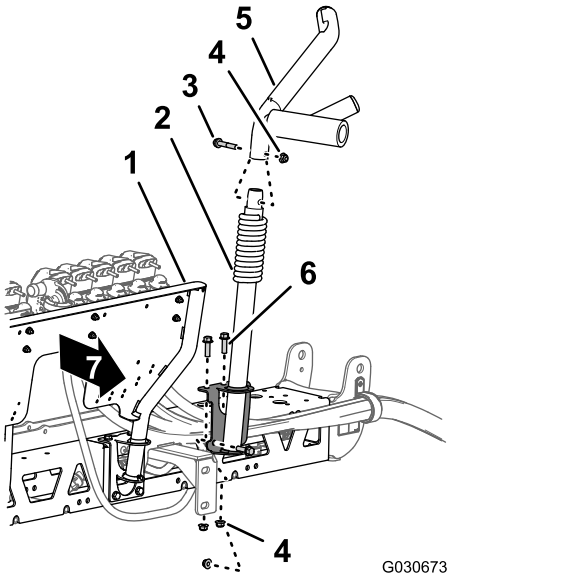

Figur 123
4. Innrett hullene i monteringsbraketten på det nye høyre nedre bomunderstellet med hullene i toppen og fremre sider (til venstre for manifoldfestet) på den nye midtre bomseksjonen (Figur 123).
6. På det venstre, nedre understellet monterer du det øvre understellet som du fjernet i trinn 1 i Fjerne bomunderstellet (side 37)på det nedre understellet (Figur 123) med flenshodebolten (3/8 x 2 tommer) og flenslåsemutteren (3/8 tomme).